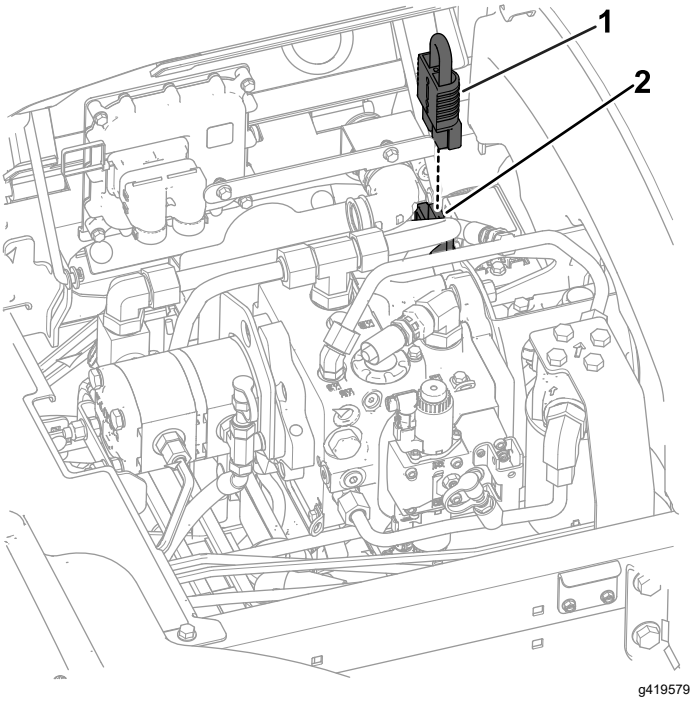

Figuur 5
4. Maak de onderbrekingskabel los van het 48 VDC-accusysteem (Figuur 5).